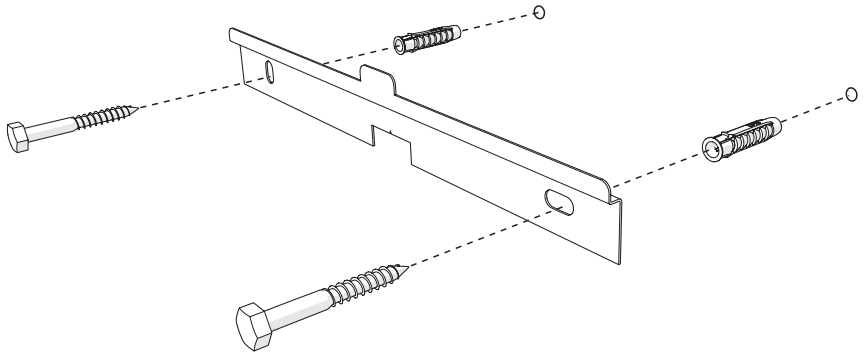

*Figuur 19 Het bevestigen van de muurbeugel*
**5.** Bevestig de muurbeugel met twee houtdraadbouten zoals weergegeven in figuur 19. Gebruik een waterpas om de installatie horizontaal te maken.